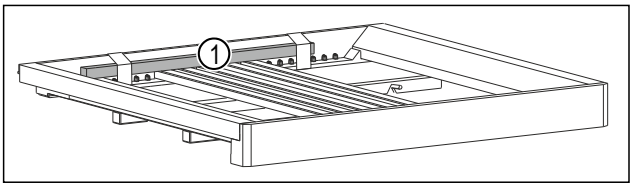

Fig. 7 *
▶ Îndepărtați bara de lemn *Fig. 7 (1)*.*